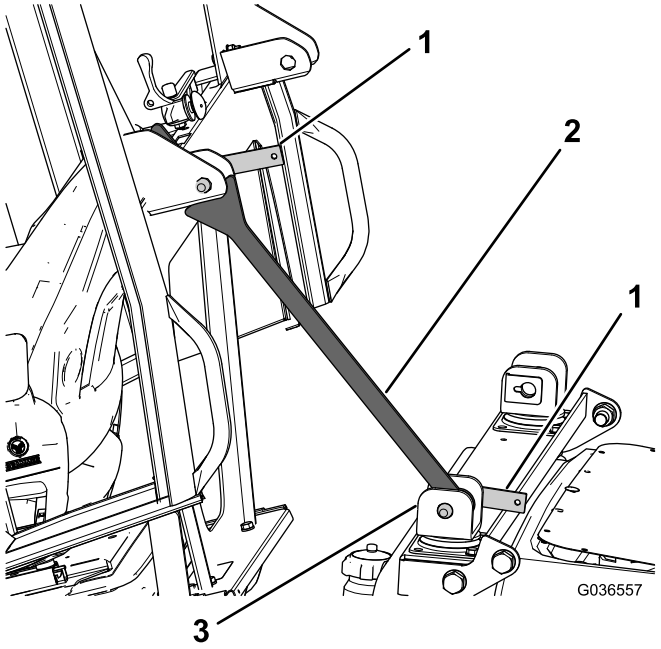

Bild 14
C. Wenn die Sicherheitsstützhalterung fest sitzt, muss die Querstrebenhalterung in Richtung Kabine gedreht werden, dass sie an der Halterung hinten an der Kabine anliegt (Bild 14).
D. Stecken Sie den anderen Sperrhebel durch die obere Halterung, um sicherzustellen, dass die Sicherheitshalterung an Ort und Stelle bleibt (Bild 14).